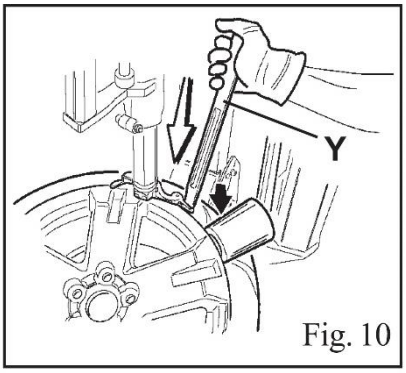
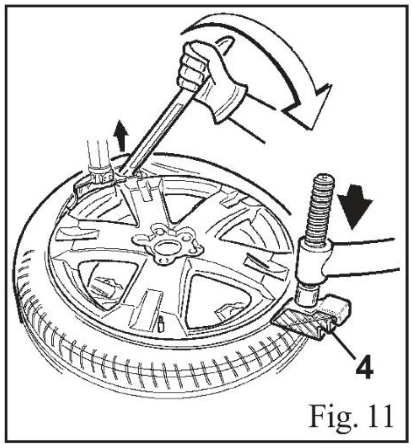

Fig. 10
Fig. 11
- Position (fig. 10) the roller at the right side of the mounting head and the bead pressing tool (4)(fig. 11) at the opposite side, so that they press slightly the tire downwards, in order to facilitate introduction of the bead-lifting lever (Y);
- Position the bead pressing tool (4) (fig. 11) at the tool opposite side to facilitate the tire bead positioning on the mounting head by means of the bead lifting lever (Y);